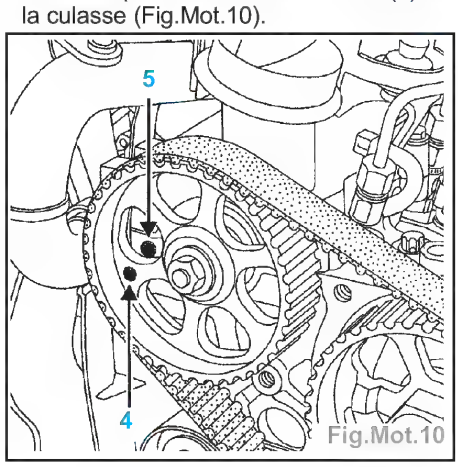

Fig.Mot.10
- Positionner le trou (4) de la poulie d'arbre à cames quasiment en face du trou (5) de la culasse (Fig.Mot.10).
- Effectuer deux tours de vilebrequin dans le sens horaire (côté distribution), avant que le trou (4) de la poulie d'arbre à cames soit en face du trou (5) de la culasse (Fig.Mot.10), visser la pige **Mot. 1489** dans le carter cylindres. Et amener lentement et sans à-coups le vilebrequin en appui sur la pige.